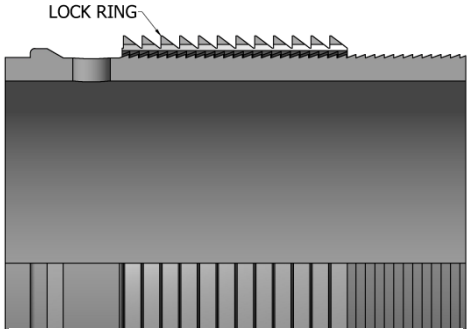

Fig. 4
NOTE$_7$: Threads on lock ring (5) are directional and must be installed in correct direction for tool to work properly (Fig. 4).